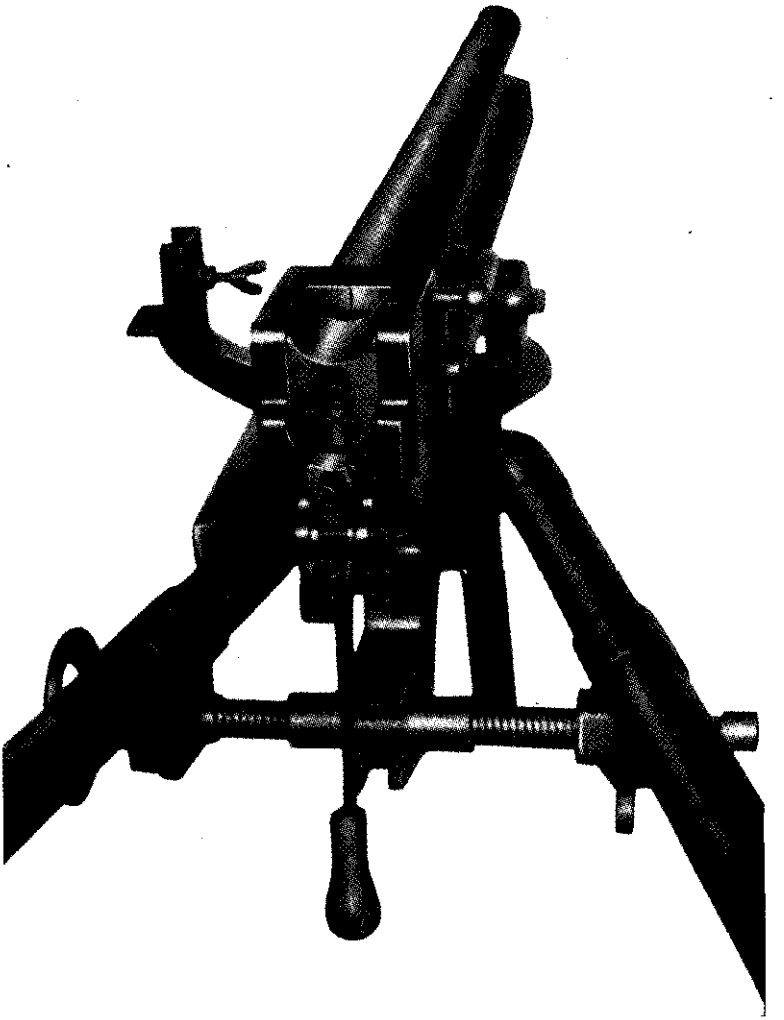
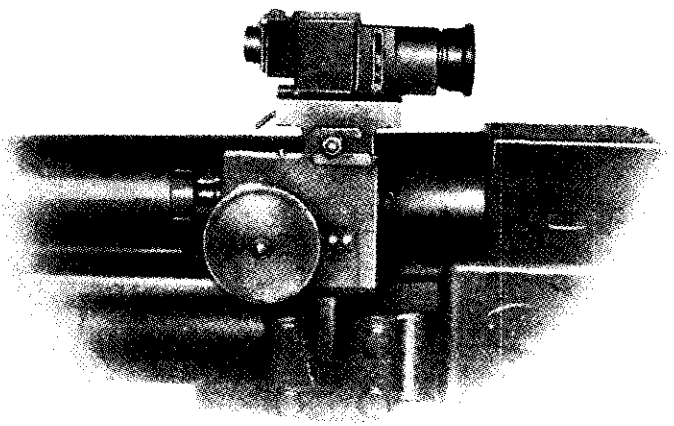

Figure 122.—Close-up of breech of Model 11 (1922) 37-mm gun.
Figure 123.—Telescopic sight mounted on Model 11 (1922) 37-mm gun.
(1) *General.*—The barrel and breech of the Model 11 (1922) 37-mm gun form one integral part (fig. 122). The breech has a vertical sliding-wedge breechblock which can be operated either manually or automatically. The standard sighting device on this weapon is a simple telescopic sight (fig. 123).